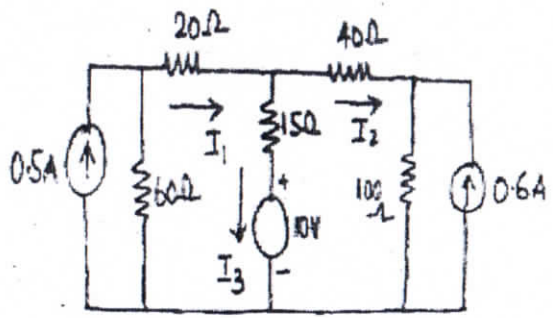

Fig 1.
3. Using mesh analysis, find the current s I_1, I_2 and I_3 in the following circuit of Fig.1